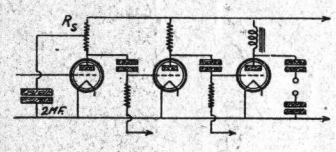

Fig. 2.
c) Som fig. 2 visar, genom att taga ut detektorns anodspänning (som skall vara lägre än förstärkarrören) från samma uttag som förstärkarrörens och åstadkomma erforderligt spänningsfall medelst ett särskilt motstånd R_s, samt mellan de båda motståndens föreningspunkt och jord inkoppla en kondensator om c:a 2 μ F.